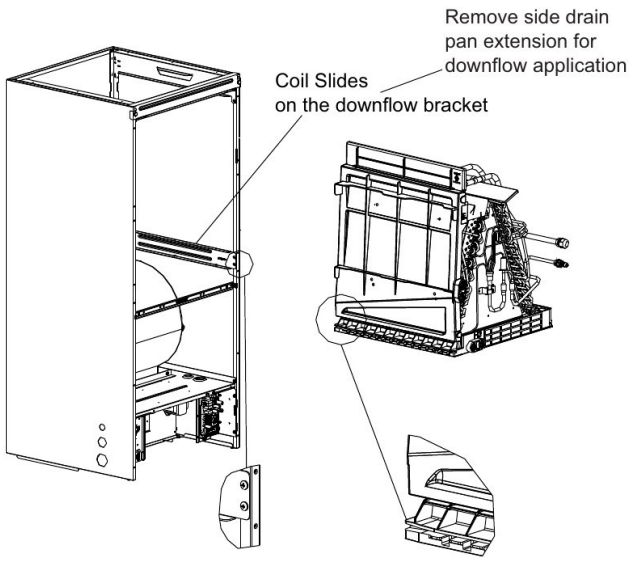

Fig. 7 – Coil installation for downflow
3. On units with a 21 in. (533.4 mm) wide cabinet, remove and retain the two (2) screws securing the center support, then remove the center support.
4. Remove the side drain pan extension (see Fig. 7).
6. Using the drain pan to hold the coil assembly, slide the coil back into the cabinet on the downflow brackets (see Fig. 7).
7. Re-install the center support (if removed) using the two (2) screws removed in step 3.